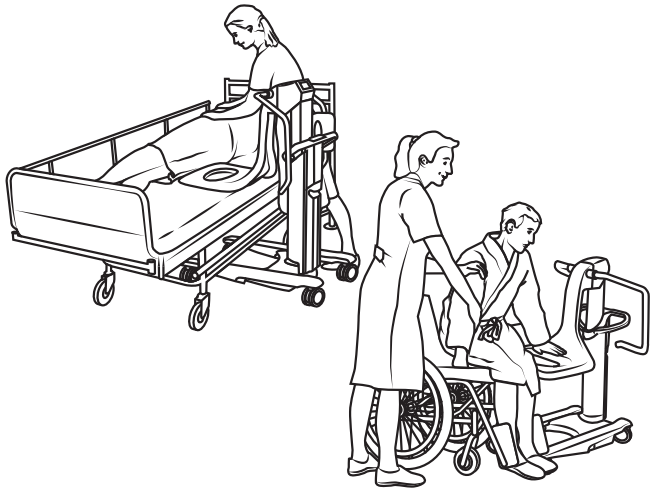

Afbeelding 24
3. Een zittende zorgvrager kan vanuit bed of rolstoel met behulp van een badliftstoel in de Classic Line 2 badkuip worden geplaatst. Zie Afbeelding 24.